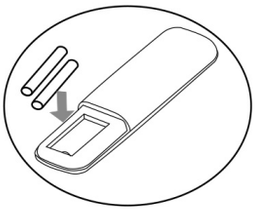

Fig.2
- Inserire due nuove batterie, facendo attenzione alla polarità (fig.2).